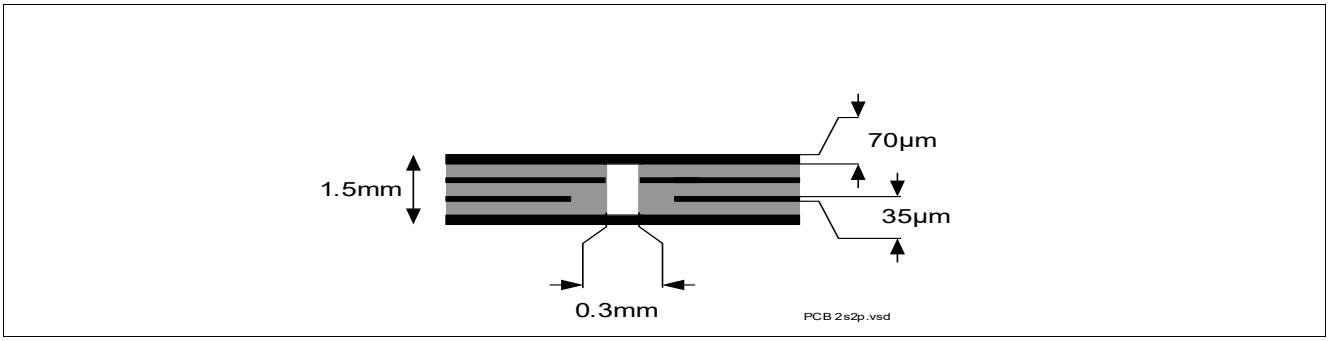

Figure 4 2s2p PCB Cross Section
2) Specified R_{thJA} value is according to JEDEC JESD51-2,-5,-7 at natural convection on FR4 2s2p board with 1 W power dissipation at T_A=105°C ; The product (chip + package) was simulated on a 76.4 x 114.3 x 1.5 mm board with 2 inner copper layers (2 x 7 µm Cu, 2 x 35 µm Cu). Where applicable, a thermal via array under the exposed pad contacts the first inner copper layer. Please refer to **Figure 4**.